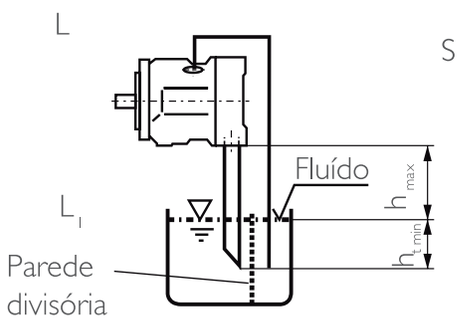

Fig.4
Conexão "L" e eventualmente "S", com tubulação conforme Fig. 4 ,
a) Montagem em cima do tanque conforme Fig 4.